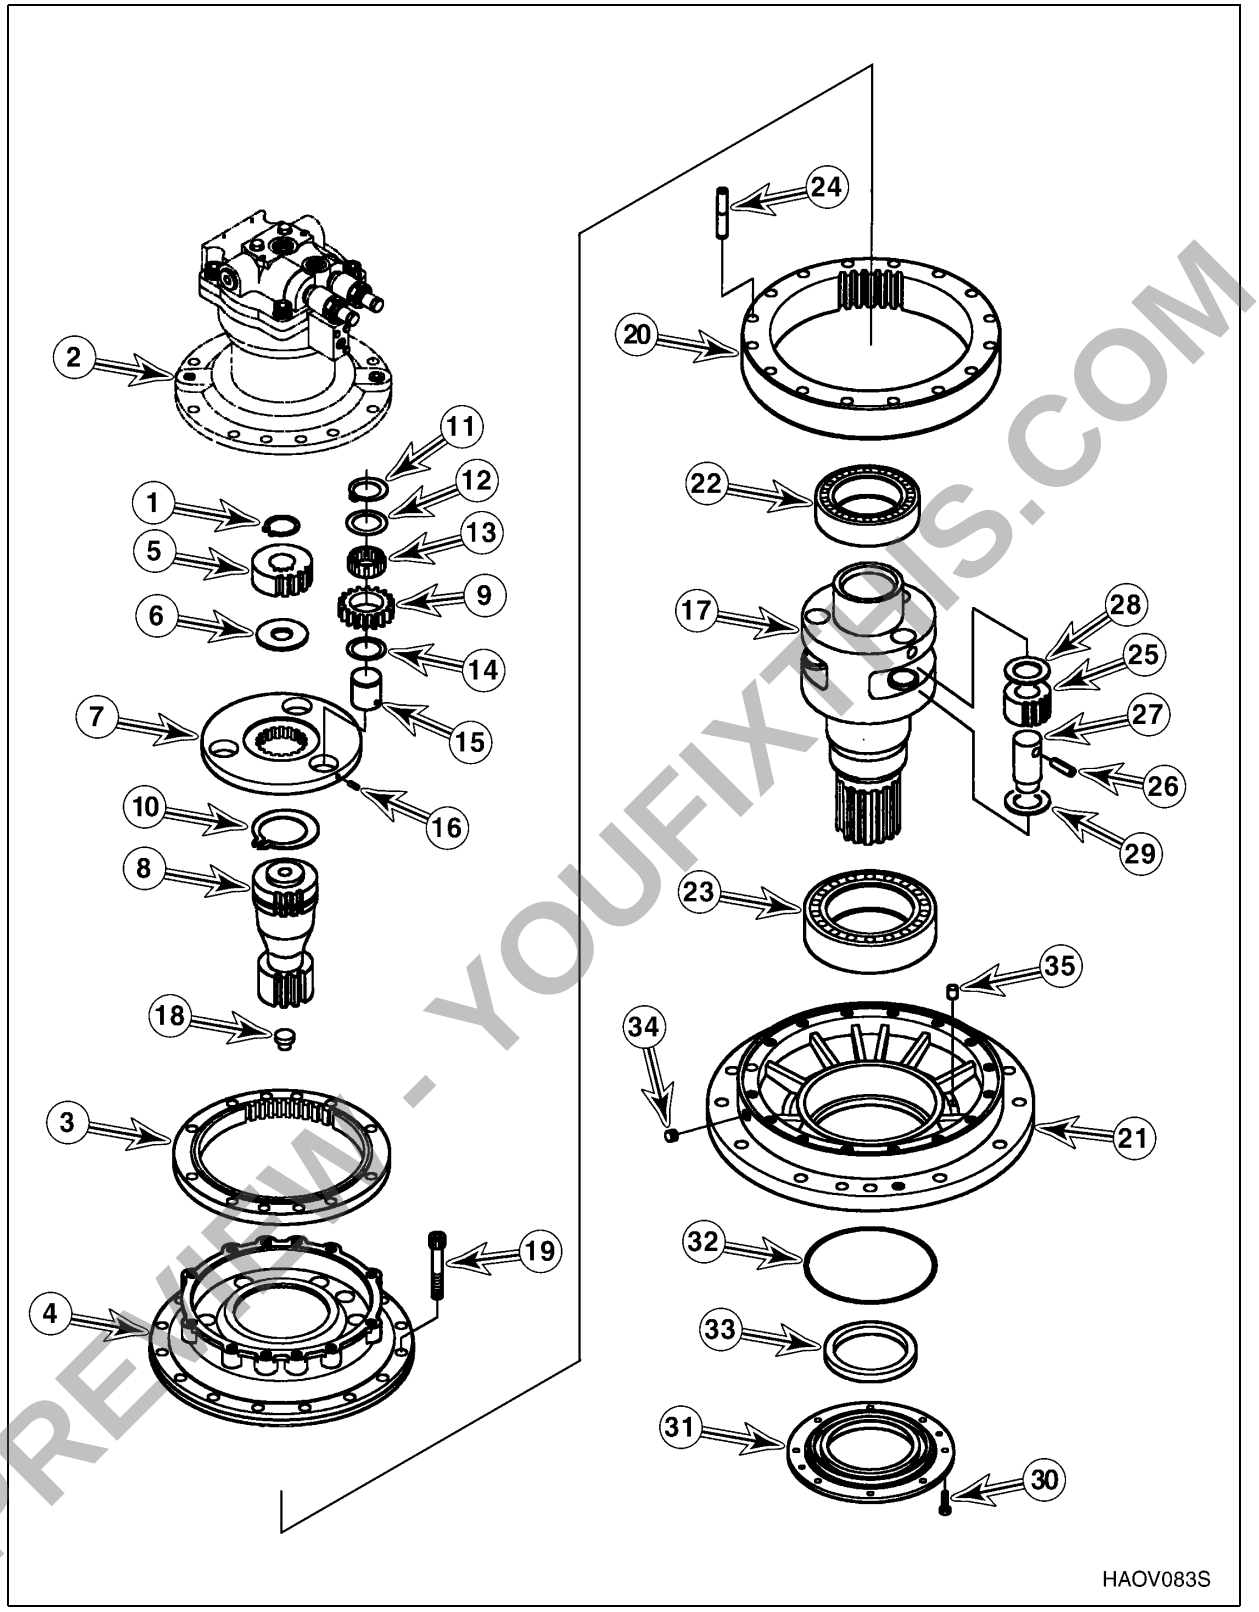

Figure 5
7. Stop ring (1, Figure 5) will remain on swing motor (2) shaft. Remove stop ring only if replacement is necessary.